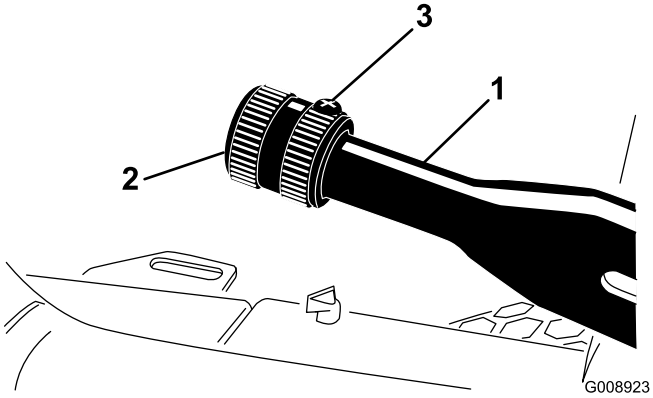

Figur 52
1. Lossa ställskruven som fäster ratten vid parkeringsbromsspaken (Figur 52).